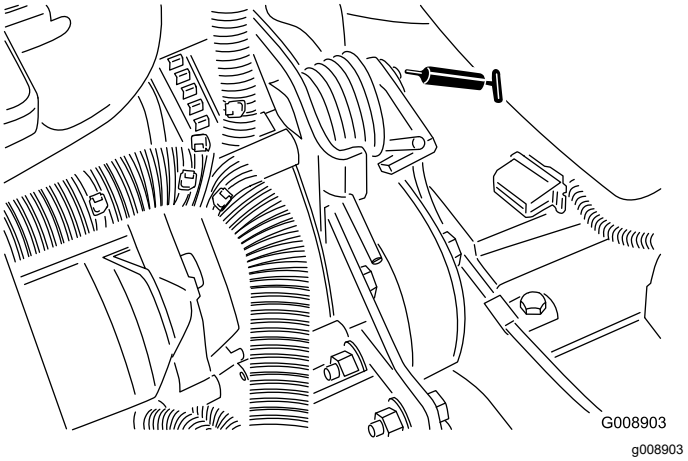

Figur 69
- Remspændingsdrejetap (Figur 69)